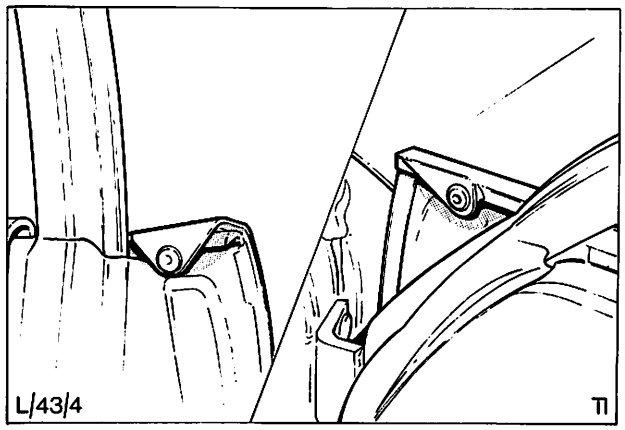

Abb. 19 Lage der Blindnieten zur Befestigung der Zierleiste am Türschacht
1. Blindnieten an jedem Ende der Zierleiste ausbohren. Zierleiste mit einem Schraubenzieher vorsichtig von den Halteklammern abdrücken. Unbedingt eine Papierlage unter den Schraubenzieher legen, damit die Lackierung nicht beschädigt wird. Abb. 19.